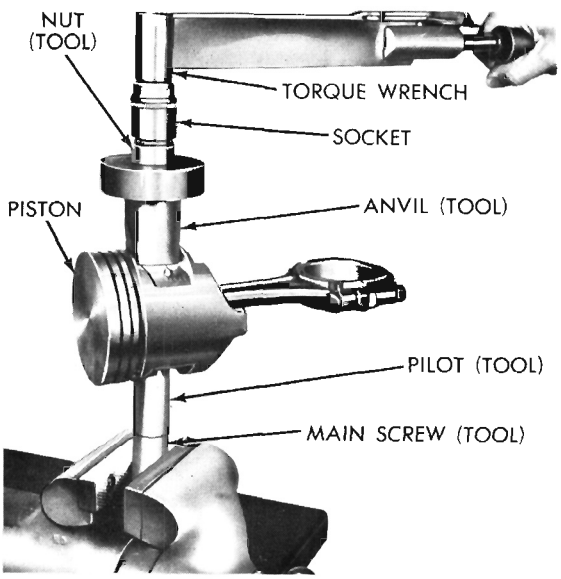

Fig. 46—Testing Fit of Piston Pin in Connecting Rod
(11) Place assembly in a vise (Fig. 46).
(12) Attach torque wrench to nut and tighten up to 15 foot-pounds. If the connecting rod moves downward on piston pin, reject this connecting rod and piston pin combination. Obtain a connecting rod with proper small end bore diameter and repeat the installation and tightening procedure.